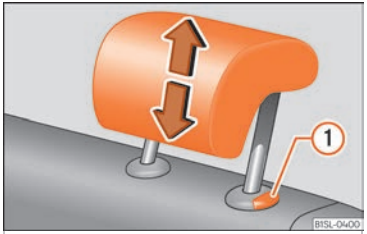

Fig. 120 Removing the rear head restraint
- Pull the head restraint out of the fitting without releasing the button ››› Fig. 120 (1).